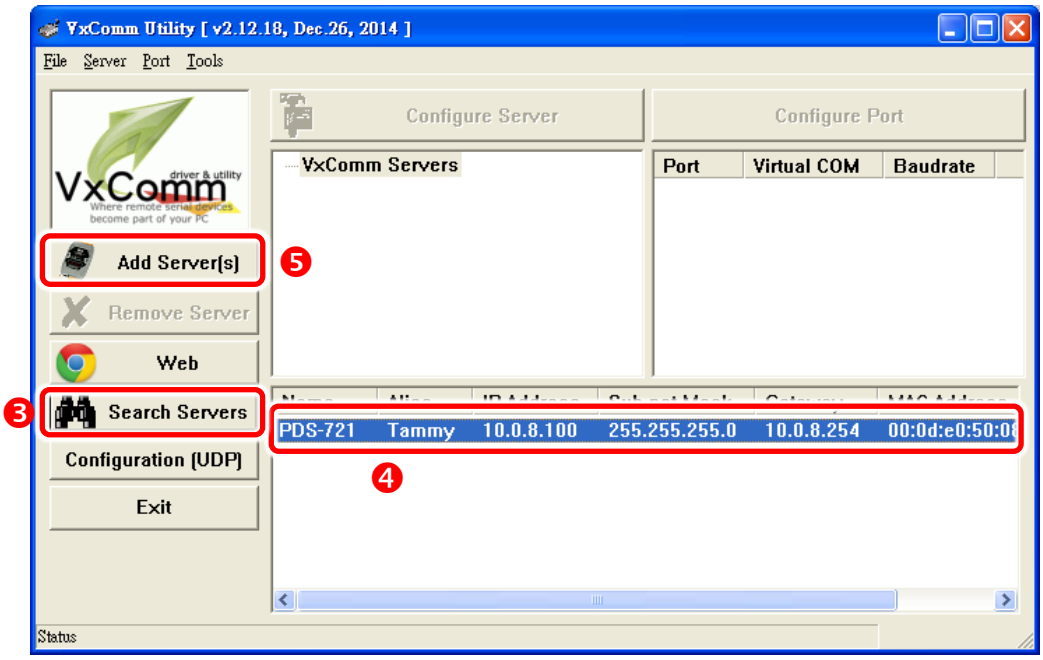

Figure 7-1.1
Step 1: Please ensure that the **Figures 7.1.1 to 7.1.8** are correctly configured.